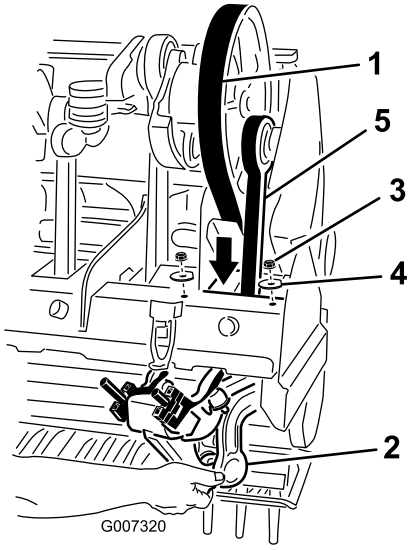

Figuur 34
5. Draai de twee (2) borgmoeren en ringen los waarmee de RotaLink-demper aan de eerste stomper-arm is bevestigd en verwijder deze (Figuur 34).
7. Geleid de aandrijfriem naar beneden langs het frame van de beluchterkop en rond het ondereinde van de eerste stomper-arm (Figuur 34).